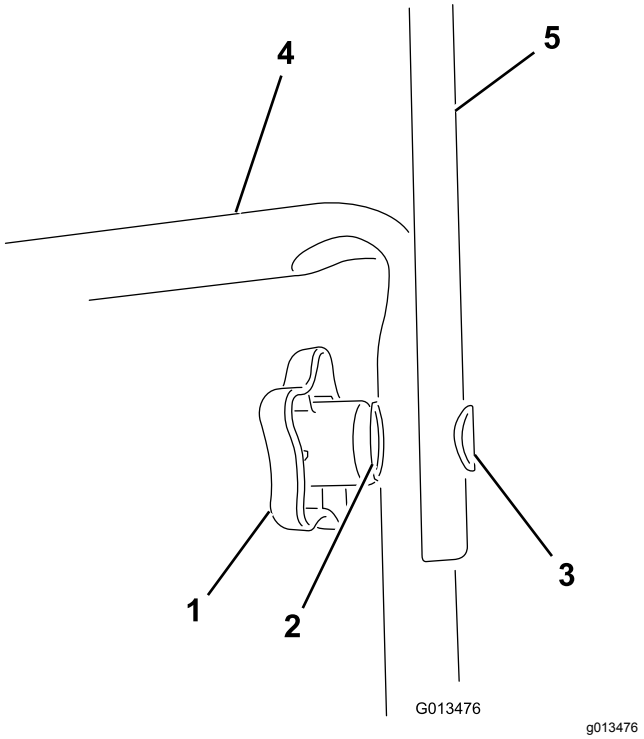

**Bild 1**
2. Befestigen Sie den oberen Holm mit den Holmhandrädern, Wellenscheiben und ovalen Schrauben am Holm der Maschine, wie in Bild 1 abgebildet.